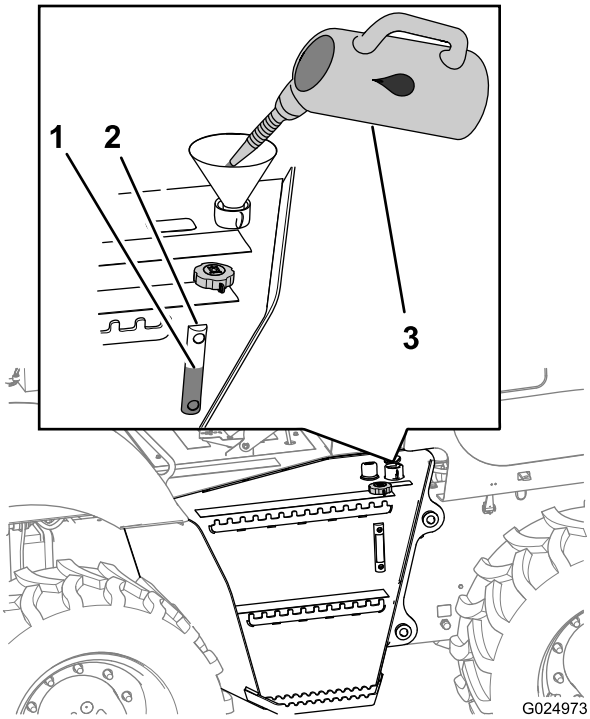

Рисунок 108
1. Заполните бак гидросистемы гидравлической жидкостью указанного типа так, чтобы ее уровень находился посередине визуального указателя (Рисунок 108).
3. Установите крышку заливной горловины на место (Рисунок 108).